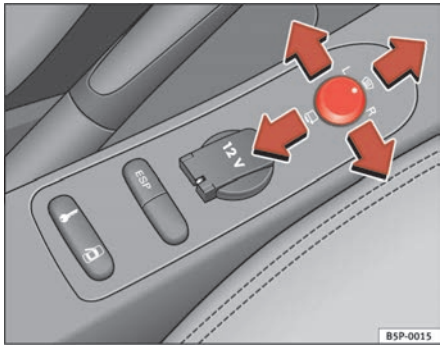

Fig. 90 Exterior mirror control
1. Turn knob ⇒ fig. 90 to position **L** (**left exterior mirror**).
– Turn the knob forwards to the central position ⇒ fig. 90 (1) so that the heated rear view mirrors heat up and the heated windscreen* in the wiper blade rest area is operational ⇒ page 121.
– Turn the control ⇒ fig. 90 to position to fold in the exterior mirrors. You should always fold in the exterior mirrors if you are driving through an automatic car wash. This will help prevent damage.